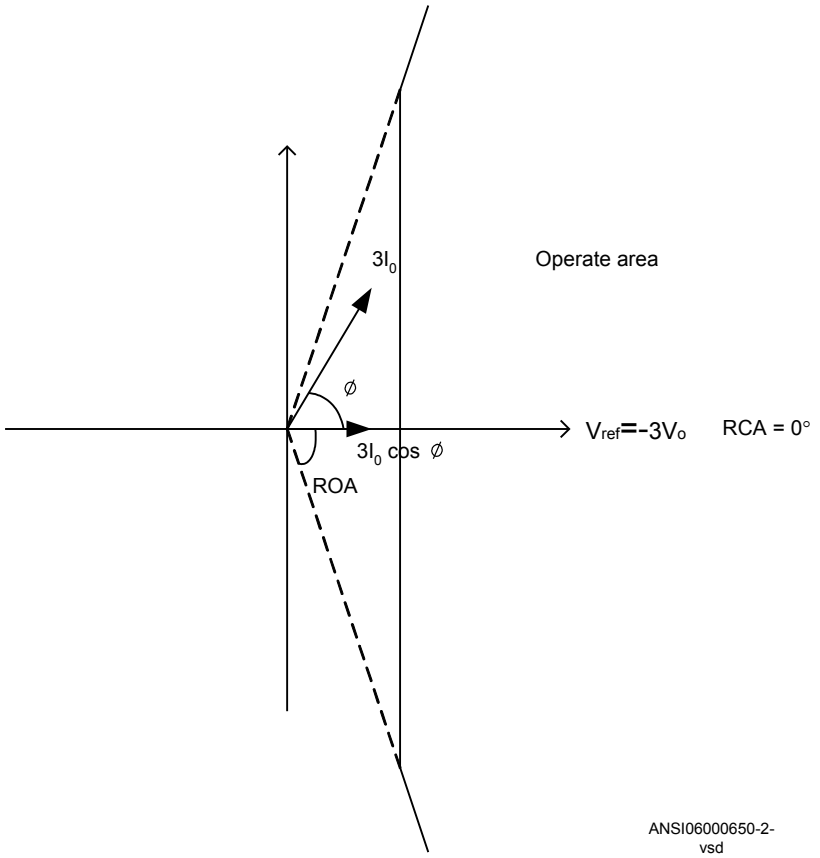
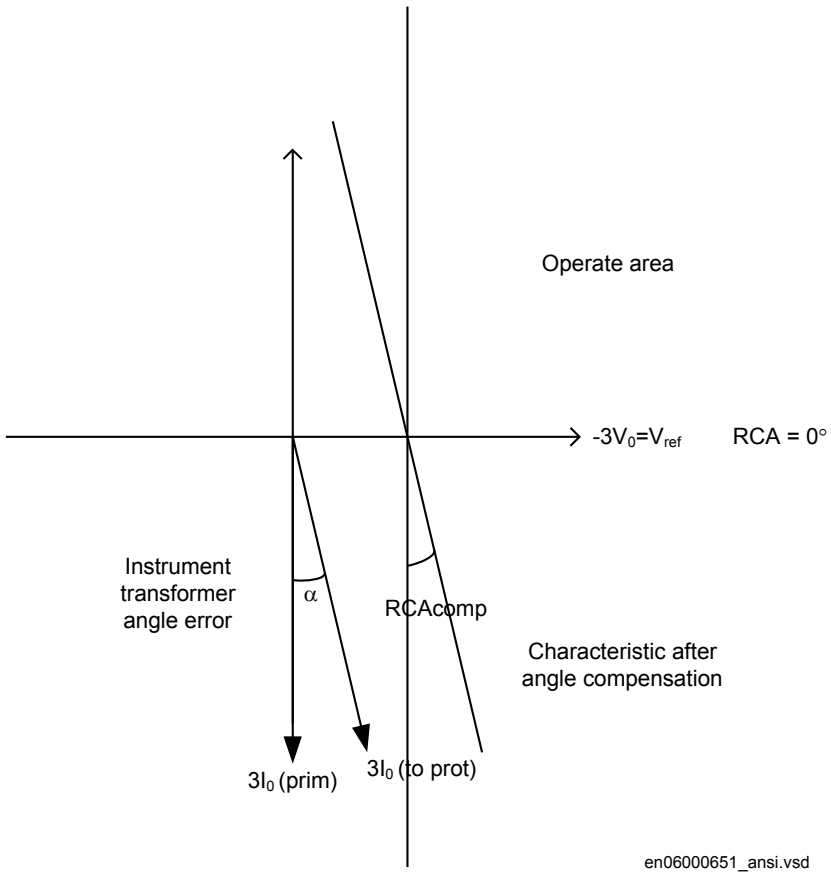

Figure 55: Characteristic with ROADir restriction
Figure 56: Explanation of RCAcomp
Take the set characteristic into consideration, see figure 55 and figure 56.
4. Compare the result with the set value. Take the set characteristic into consideration, see figure 55 and figure 56.